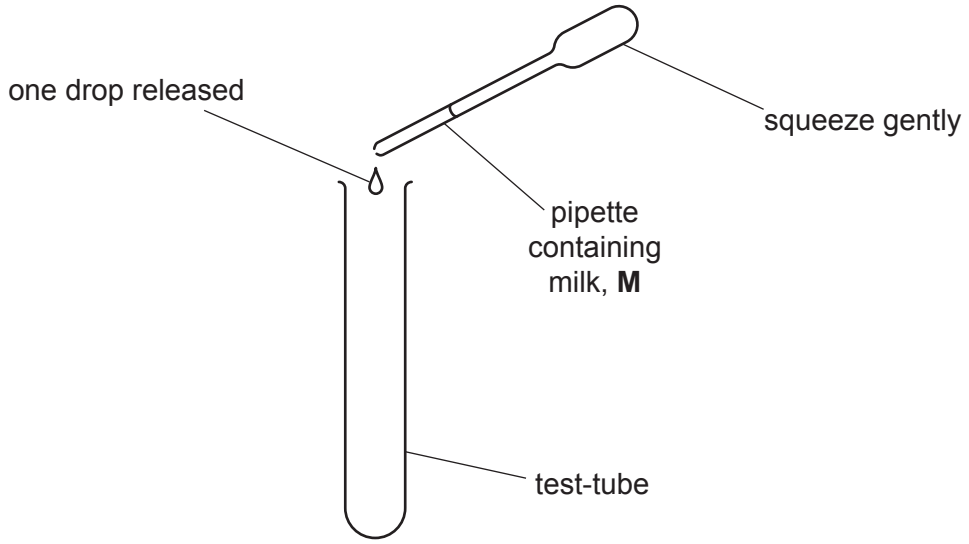

Fig. 1.1
step 2 Hold the pipette containing **M** over an empty test-tube, as shown in Fig. 1.1.